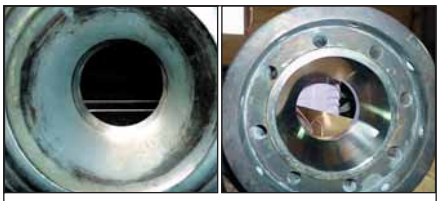

Рис. 3 Матрица цилиндрической пресс-формы до и после капитального ремонта
- установка втулок (для цилиндрических деталей) (**рис. 3**). Глубина дефектов рабочей поверхности составляла более 1000 мкм. Установлена ремонтная втулка (справа),